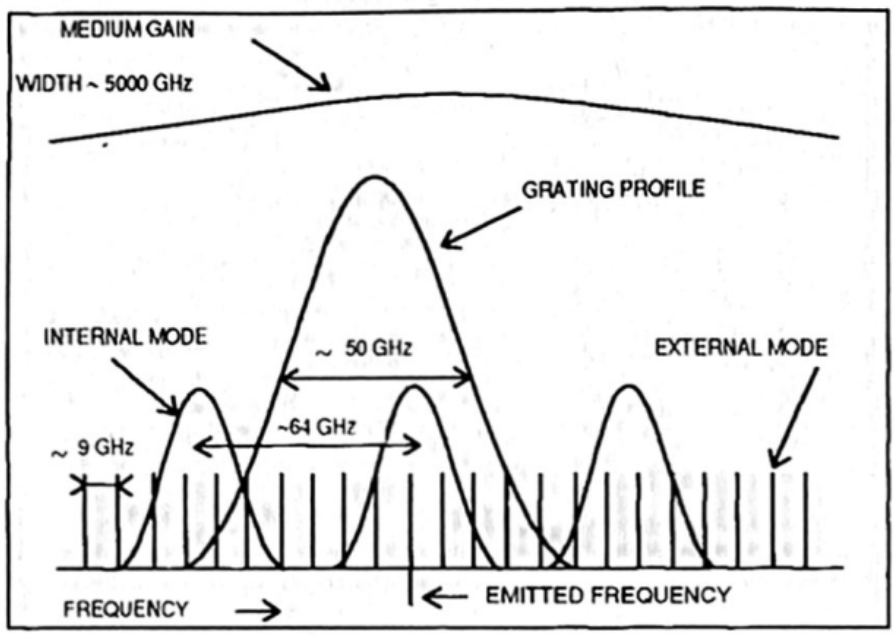

Figure 2: Here the effects of the various components and physical parameters have on the line width (**diode_manual?**). The
- by tuning the grating angle by a fine threaded screw (2 in Figure 2) the wavelength may be varied up to 100nm (no realignement of optical set up required)